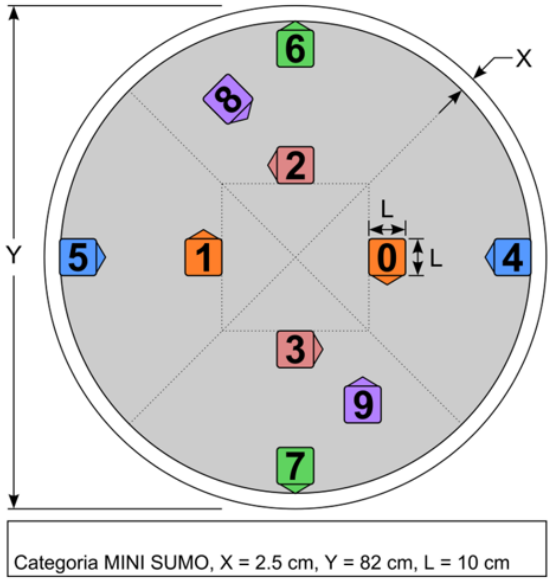

Figura 6. Medidas y ejemplo de posibles posiciones de los robots
- Se define como área de combate o **Dohyo** (ver Figura 6), el espacio formado por un círculo de color negro mate cuyo exterior se encuentra delimitado por un anillo de color blanco. El Dohyo estará construido en madera con un espesor de por lo menos 1,5 cm. Cualquier lugar fuera del área de combate se denomina exterior del Dohyo y corresponde al área de seguridad. Las medidas del Dohyo tienen una tolerancia del 5%.
Tabla 2. Posibles posiciones de los robots de acuerdo a la Figura 6